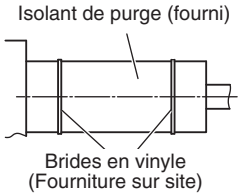

Fig. 3-9
(2) Après avoir bien connecté le tuyau de purge, enrouler la garniture fournie et l'isolant du tuyau de purge autour du tuyau, puis le fixer avec les brides en vinyle. (Fig. 3-9)